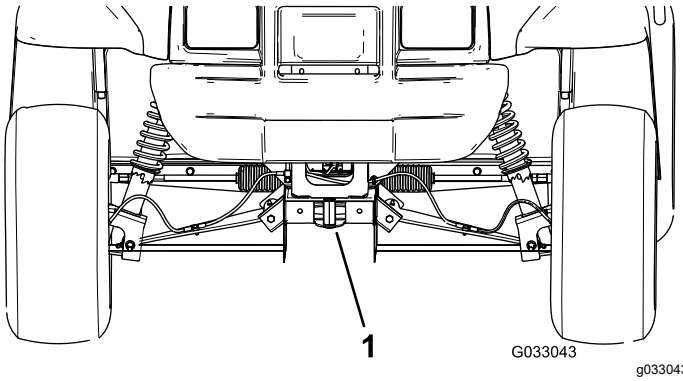

Figur 26
- Lyftpunkten framtill på maskinen sitter på ramens framsida under dragöglan (Figur 26).